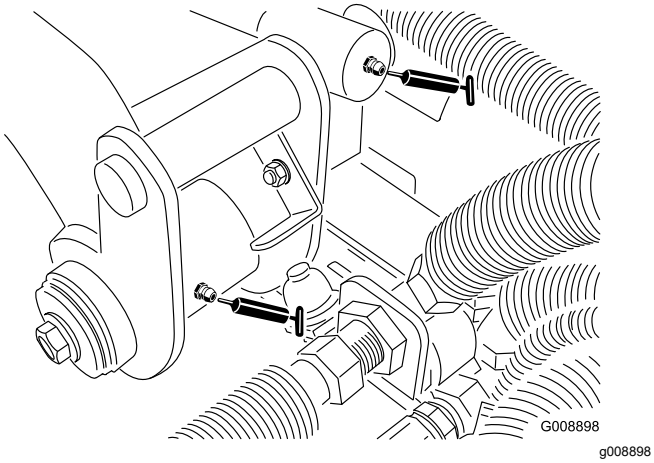

Figura 37
- 2 articulações do braço de elevação traseiro e cilindro de elevação (Figura 37)